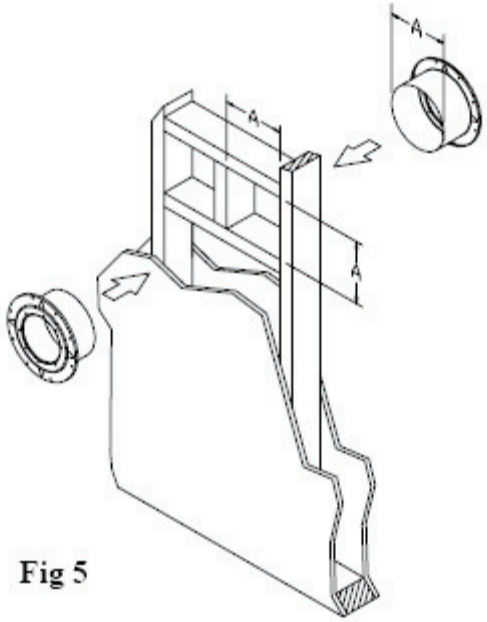

Fig 5
4. **Wall Thimble**. For a through-the-wall system, install the **Wall Thimble**, as shown in Figure 5. The **Wall Thimble** is designed to accommodate walls up to 6 inches thick. If you have thicker walls, a sleeve extension should be fabricated and attached to the existing sleeve . Do not fill the air space between the B-vent **Pipe Section** and the **Wall Thimble** with insulation, although an RTV-type sealant may be applied around the flange and nail heads if desired.